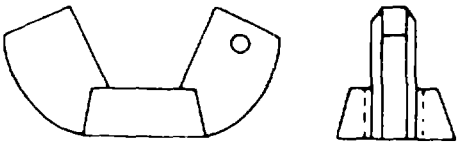

Figure 2-26. Wingnut
f. Wingnuts. Use MS35425 and MS35426 wingnuts, as shown in figure 2-26, where desired tightness is ordinarily obtained by the fingers, and where the assembly is removed frequently. When a plain wingnut requires securing with lockwire, a 0 070 inch (± 0.010 inch) diameter hole must be drilled in the center of one lobe The WC02 self-locking wingnut does not require lockwire.